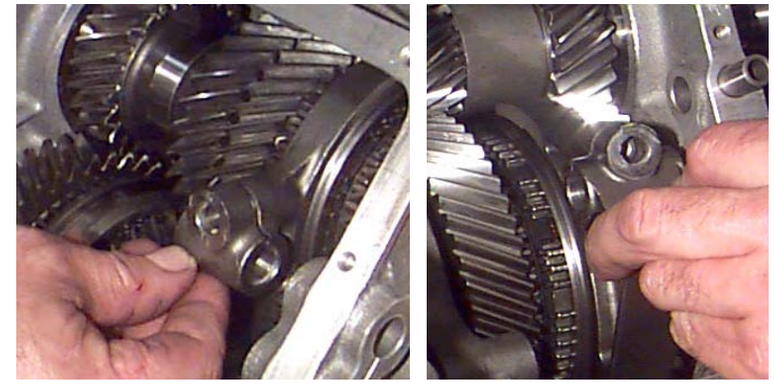

Fig.1
1. Introduce the forks in their synchronizers.(**Fig.1**).